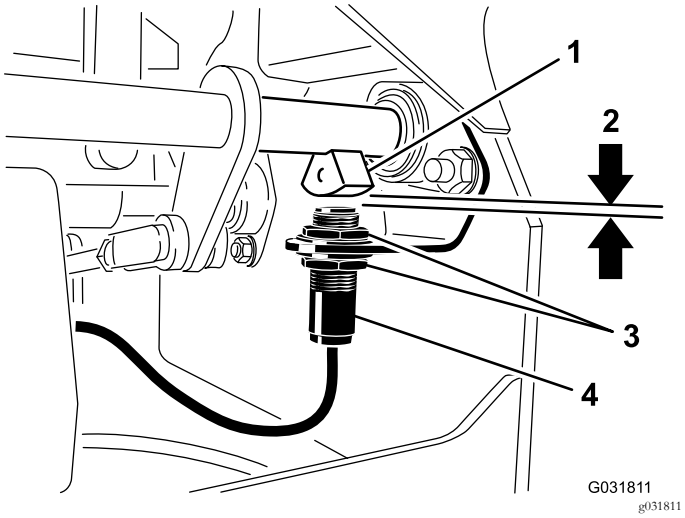

Figur 49
4. Flyt kontakten op eller ned på beslaget, indtil afstanden mellem bremseakselsensoren og kontaktstemplet er 4 mm som vist i Figur 49.